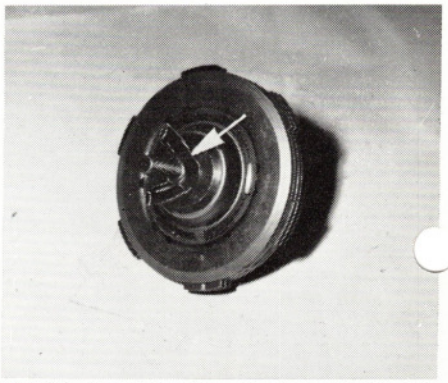

Bild 26: Spannschraube (Spezialwerkzeug) zum Spannen der Kupplungsfeder zwecks Demontage des Lamellenpakets.
15. Falls (wegen Lamellen-Ersatz) das Kupplungspaket zerlegt werden muß: Spannschraube (Bild 26) einsetzen und anziehen, Seegerring herausnehmen, Spannschraube wieder lösen – die Kupplungseinzelteile liegen dann frei. Zusammenbau in umgekehrter Reihenfolge.